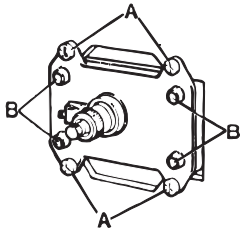

Fig. 16
- Skruva fast mekanismen med de 4 självgängande skruvarna (fig. 16) och ta bort spaken.
- Montera kåpan och se till att snäppena sitter ordentligt i mekanismens fyra fästen (B fig. 16).